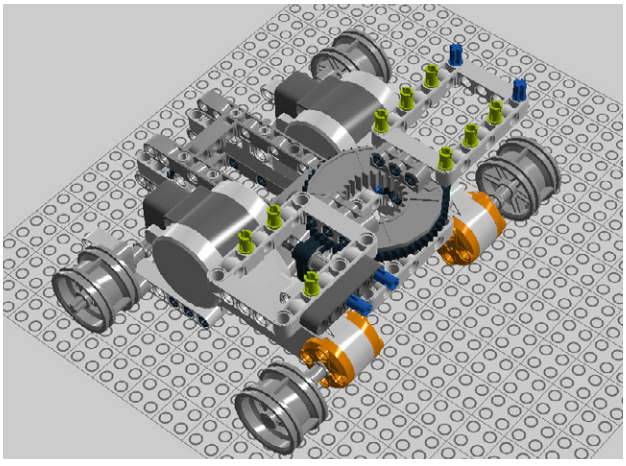

Figure 7-53. *Step 46: Adding connector pegs*
46. Then add connector pegs, ten in all. Figure 7-53 shows the assembly so far.